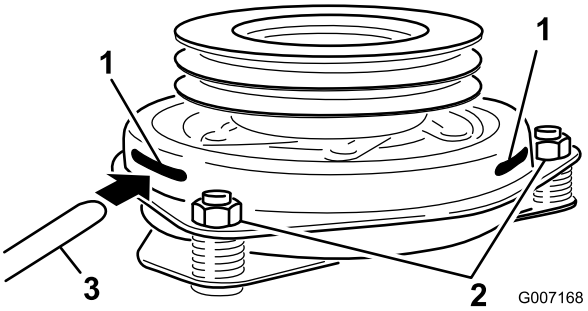

Figuur 59
9. Steek een voelermaat van 0,381–0,533 mm door een inspectiesleuf in de zijkant van de armatuur. Controleer of deze tussen de wrijvingsvlakken van de armatuur en de rotor zit (Figuur 59).
10. Draai de borgmoeren aan totdat de voelermaat licht is vastgeklemd maar gemakkelijk binnen de spleet kan bewegen (Figuur 59).